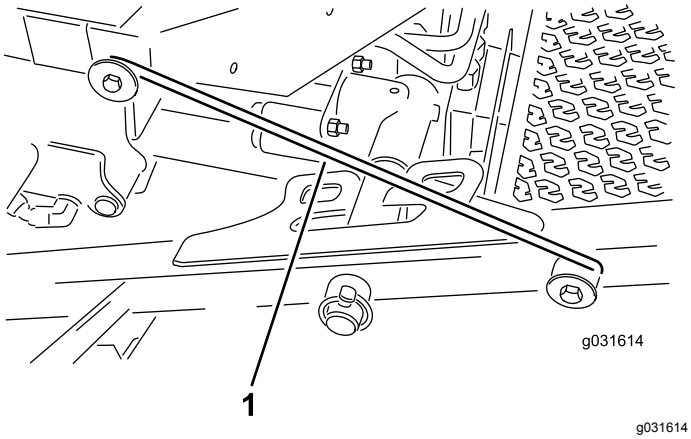

Figur 31
4. Frigör spärrstången från den främre bärramshållaren (Figur 31).
5. Lyft upp utsidan av de främre klippdäcken och placera spärren över tappen på ramen som har monterats framtill på förarplattformen (Figur 31).